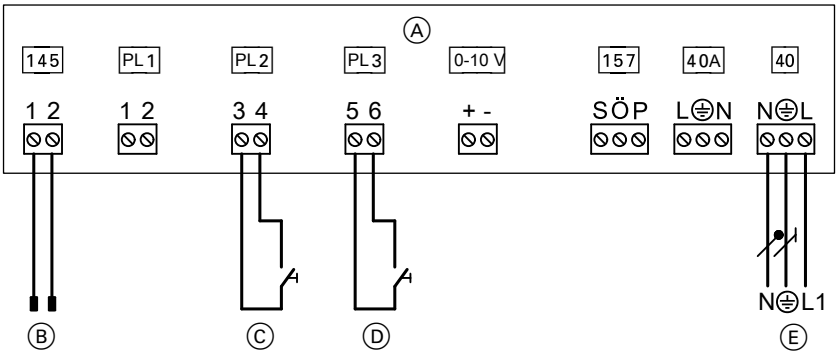

Rys. 55
- Do zestawu uzupełniającego EA1 zgodnie z rys. 55